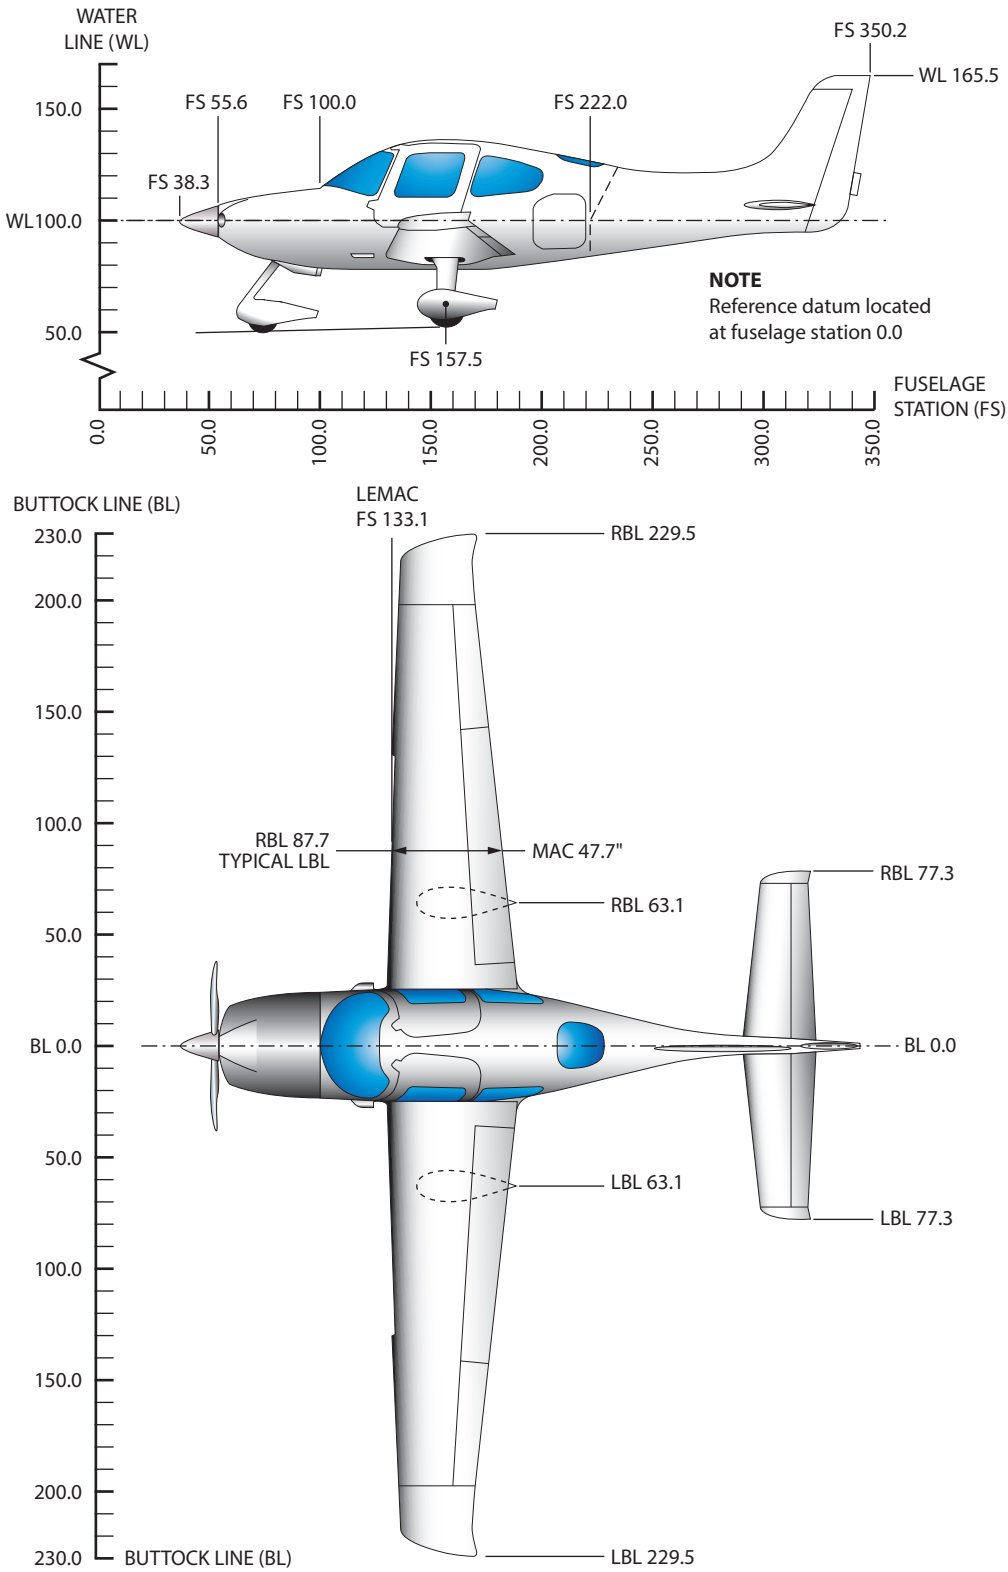

Figure 4-10. *Station numbers and location identification on aircraft.*
The same station numbering system is used for wing and stabilizer frames. The measurement is taken from the centerline or zero station of the aircraft. *Figure 4-10* shows use of the fuselage stations (FS), waterline locations (WL), and left and right buttock line locations (RBL and LBL).